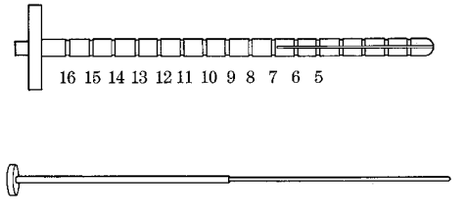

Figure 4-11. Furlow Insertion Tool
1. Use the Furlow Insertion Tool **(Figure 4-11)** and Keith Needle to help introduce cylinders into the corpora cavernosa.